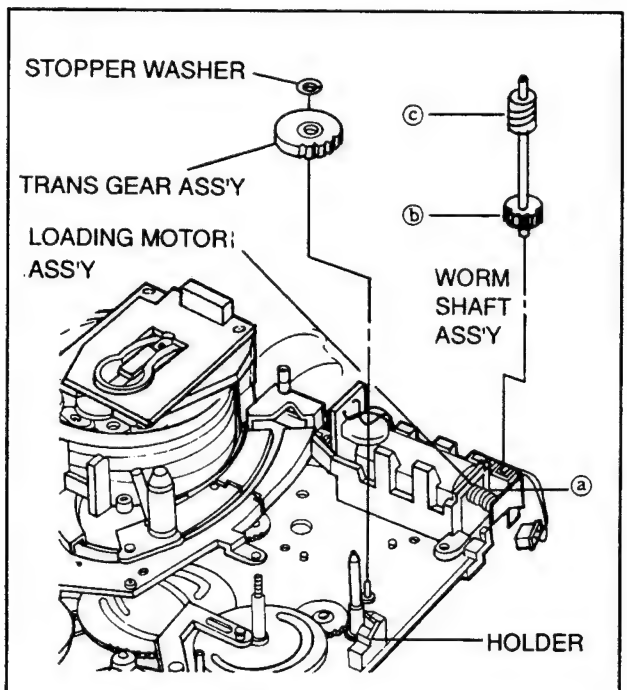

Fig. 4-2-9-1
9-1. Disassembly (Fig. 4-2-9-1, 4-2-9-2)
(1) Remove the Screw for removed the Loading Motor Ass'y (Fig. 2-9-2). At this time, the Worm Gear Ass'y is disassembled simultaneously with the Loading Motor Ass'y ⓐ and Worm Gear Ass'y ⓑ in gear together. (Fig. 4-2-9-1)
(2) Remove the Loading Motor Ass'y and Worm SHAFT Ass'y. (Fig. 4-2-9-1)
(3) Remove the Stopper Washer and remove the Trans Gear Ass'y.
(4) Remove the Stopper Washer and remove the Middle Gear.
(5) Release the Screw to remove the Bracket Ass'y.
9-2. Reassembly (Fig. 4-2-9-2)